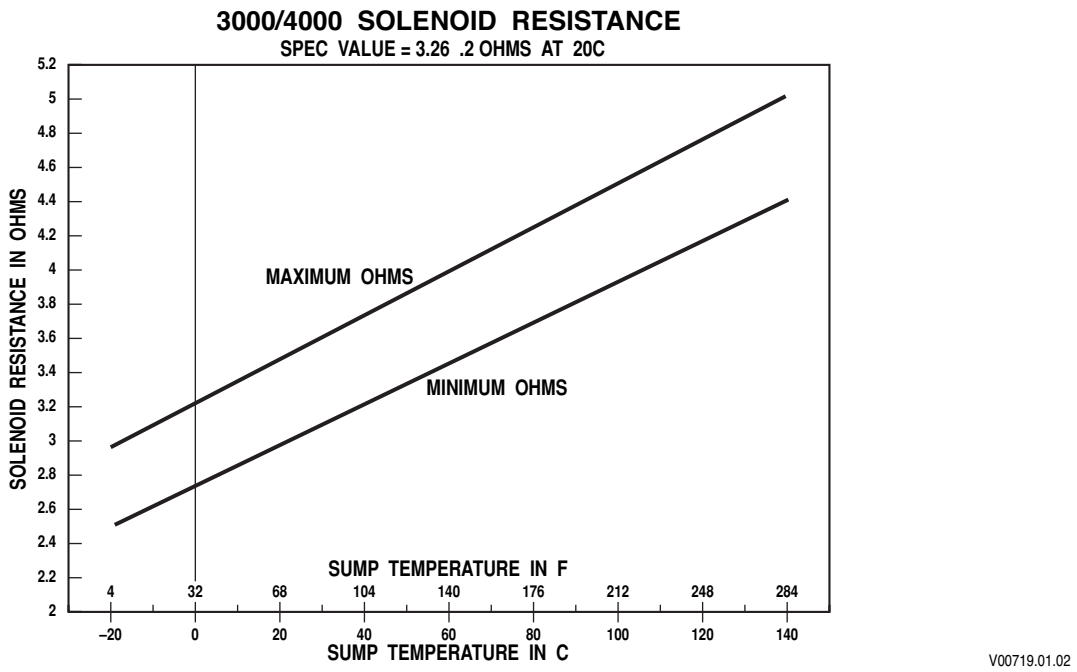

Figure 6–17. Solenoid Resistance vs. Temperature
When testing the control module solenoids from the feedthrough connector with the internal harness connected, the resistance of each solenoid can be checked using a VOM. Refer to Figure 6–17 for resistance values versus temperature.
CODE 44 XX—SHORT-TO-GROUND IN SOLENOID CIRCUIT *(Figure 6–16)*
2. If the connector is connected, clean, and not damaged, test the solenoid circuit in the transmission for shorts to other wires. (Tool J 41612 may be useful in making this test.) Refer to the system schematic and/or chart to identify wires in the internal harness which are connected. If the short circuit is found, drain the fluid, remove the control module (refer to the appropriate transmission service manual), and isolate the short. The short is probably in the feedthrough harness, or the solenoid itself. Refer to Figure 6–1 for solenoid locations.